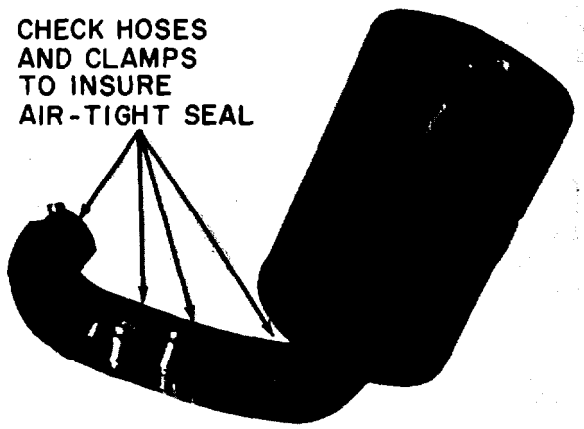

Figure 4-5. Air Cleaner Hose Connections
f. Check hose connections between the air cleaner and carburetor to make certain all clamps are tight and secure. Replace hose or clamps as required to restore air-tight connections between air cleaner and carburetor. See figure 4-5.